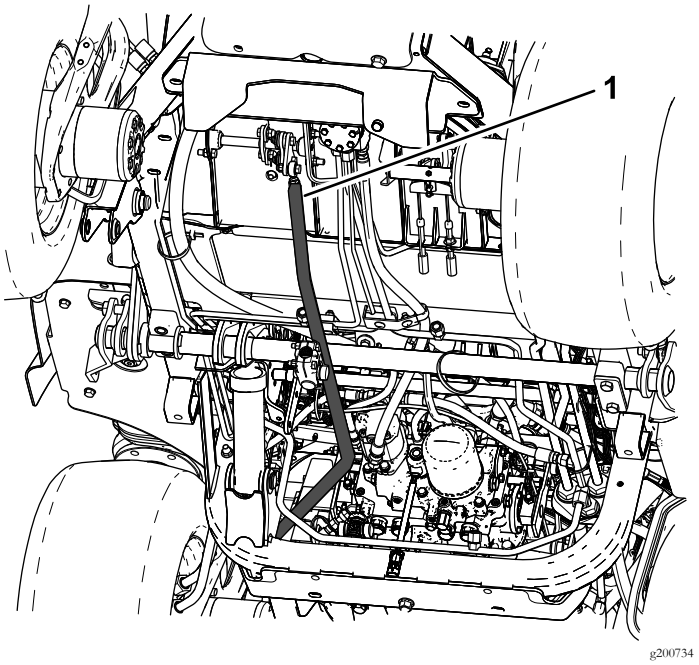
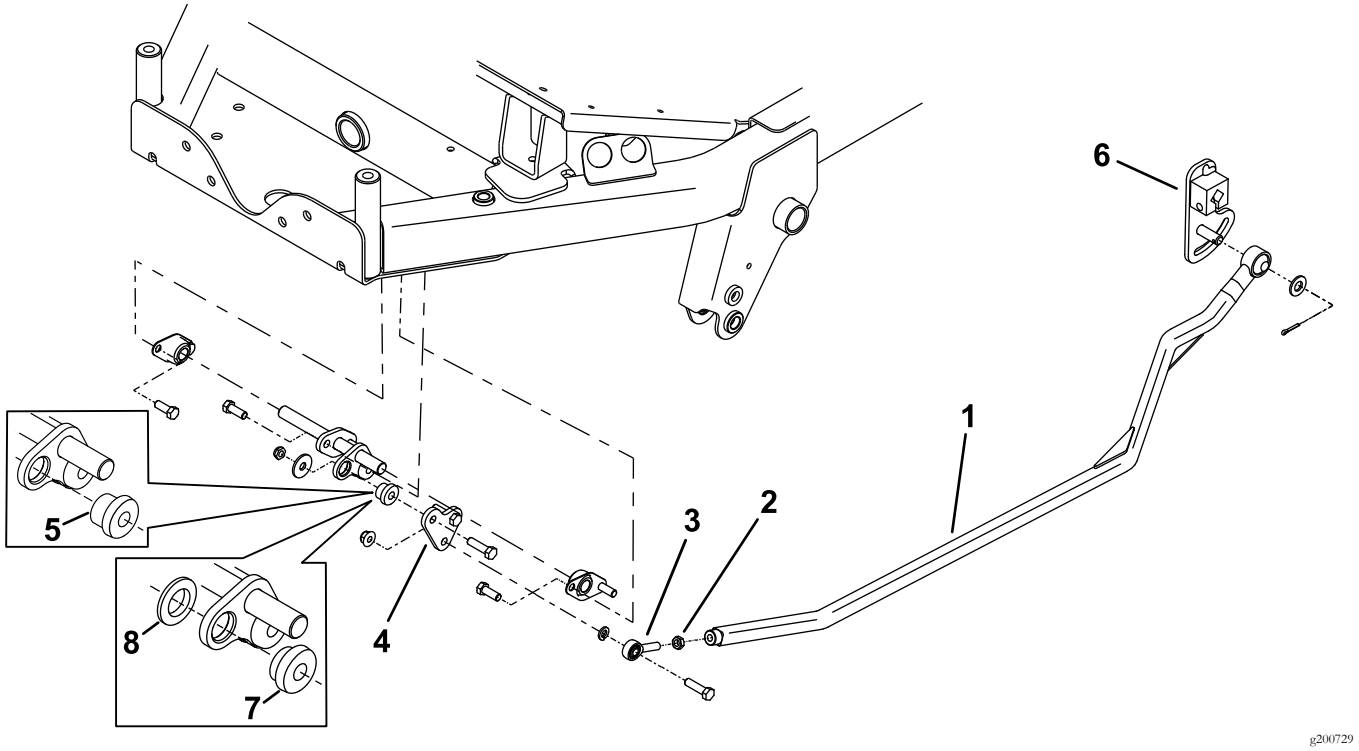

Figur 5
Figur 6
2. Fjern det eksisterende trekkstaget fra trekkspakearmen og den fremre forbindelsen (Figur 5).
3. Monter stagendelageret og låsemutteren på trekkstaget (Figur 6).
4. Monter forbindelsesplaten og enten gummi- eller plastfestene (Figur 6).
Merk: Bruk enten plast- eller gummifestene i dette settet, avhengig av hvilke som føles mest riktig når du bruker maskinen. Det anbefales å bruke gummifester på maskiner med førerhus, da disse vil bidra til å redusere støy i førerhuset (Figur 6).
5. Monter det nye trekkstaget til trekkspakearmen og den fremre forbindelsen (Figur 5 og Figur 6).